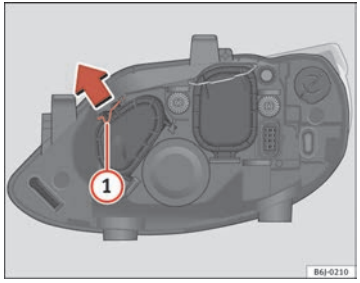

Fig. 136 Main beam headlights
– Move the loop (1) in the direction of the arrow and remove the cover ⇒ fig. 136.